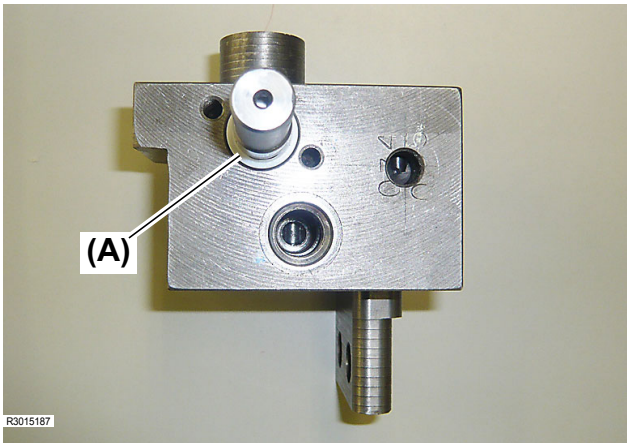
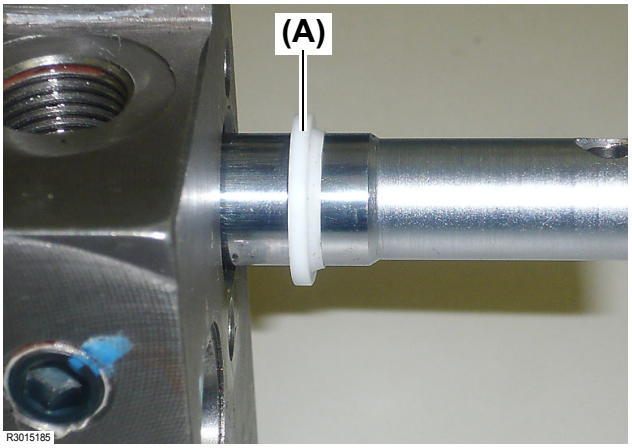

Fig. 19
Fig. 20
12.Remove the dust seal (white) **(Fig. 19, 20, (A))**.
- The dust seal **(Fig. 19, 20, (A))** has a predetermined direction for installation. Therefore, install the dust seal **(Fig. 20, (A))** according to the photo **Fig. 20**.